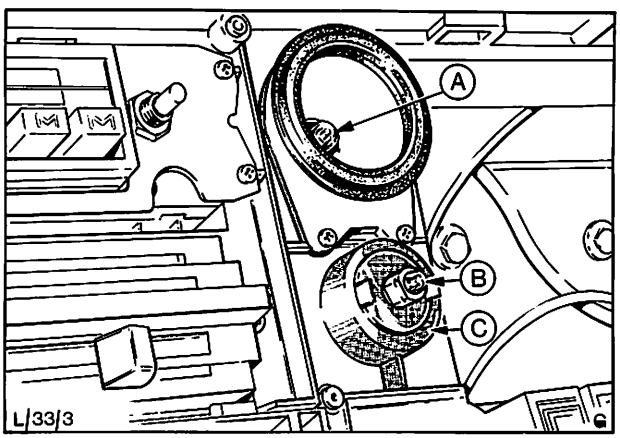

Abb. 6 Schalter – heizbare Rückwandscheibe
5. Glühlampe mit Bajonettfassung durch Rechtsdrehung entfernen, Abb. 6 u. 7.